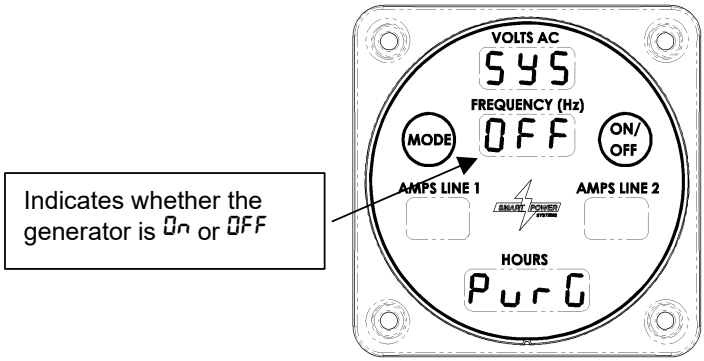

Figure 11 – Display with Purge Option Enabled
e. Ensure the generator purge option is enabled. Refer to Figure 11.
2. If the Display looks like Figure 11, the purge option is enabled.
6. Return to system purge display by pressing the Mode switch repeatedly until the screen shown in Figure 11 is displayed. Purge will still be active.